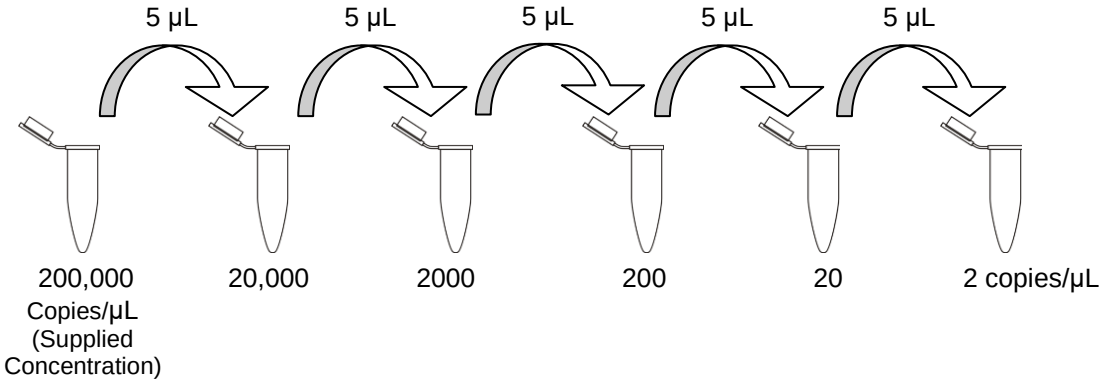

Figure 1: Serial Dilution Preparation
b. Use 5 µL of the Positive Control Standard supplied with the kit (200,000 copies/µL) to prepare 5 serial dilutions as outlined in Figure 1.